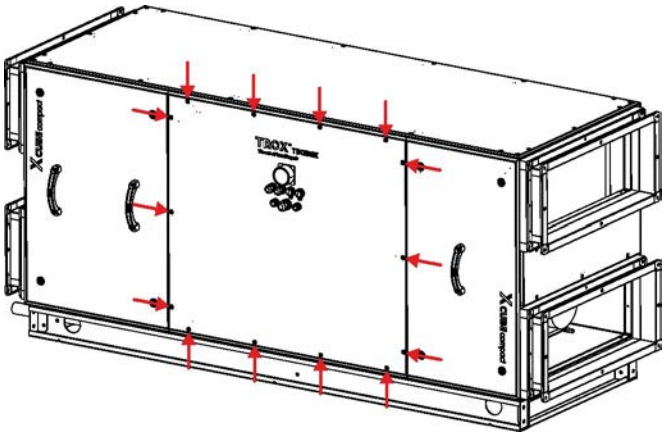

Fig. 54: Trappe de visite au milieu
3. Desserrer les vis (Voir la Fig. 54/flèches) de la trappe de visite au milieu.